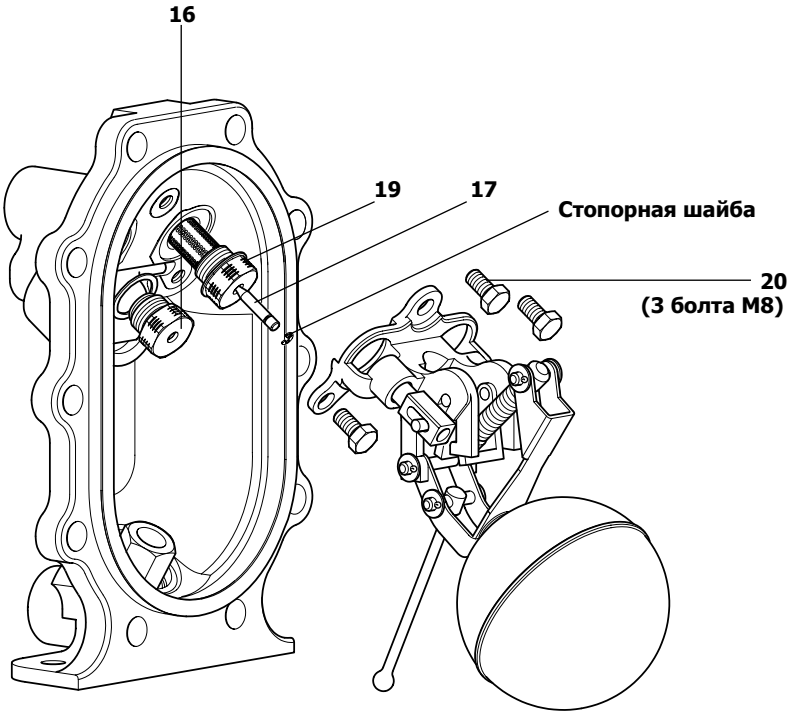

Рис. 23
9. Установите узел клапана впуска-выхлопа пара (дет. 16 и 17) в соответствии с рис. 23.